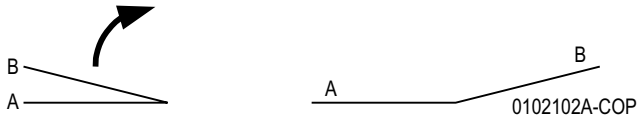

Figure 1 Fold Specification
8. Measure and record “X1” and verify Fold Position on that job against the Fold Specification table in Figure 1.